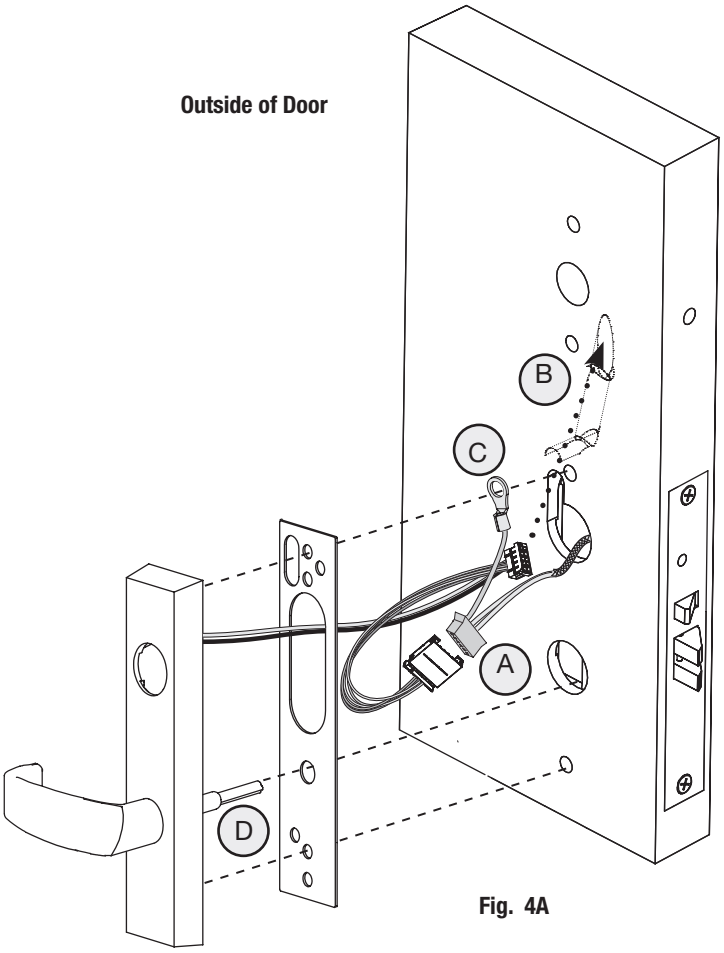

Fig. 4A
A. Connect motor harness adapter to chassis harness connector (Fig. 4A).